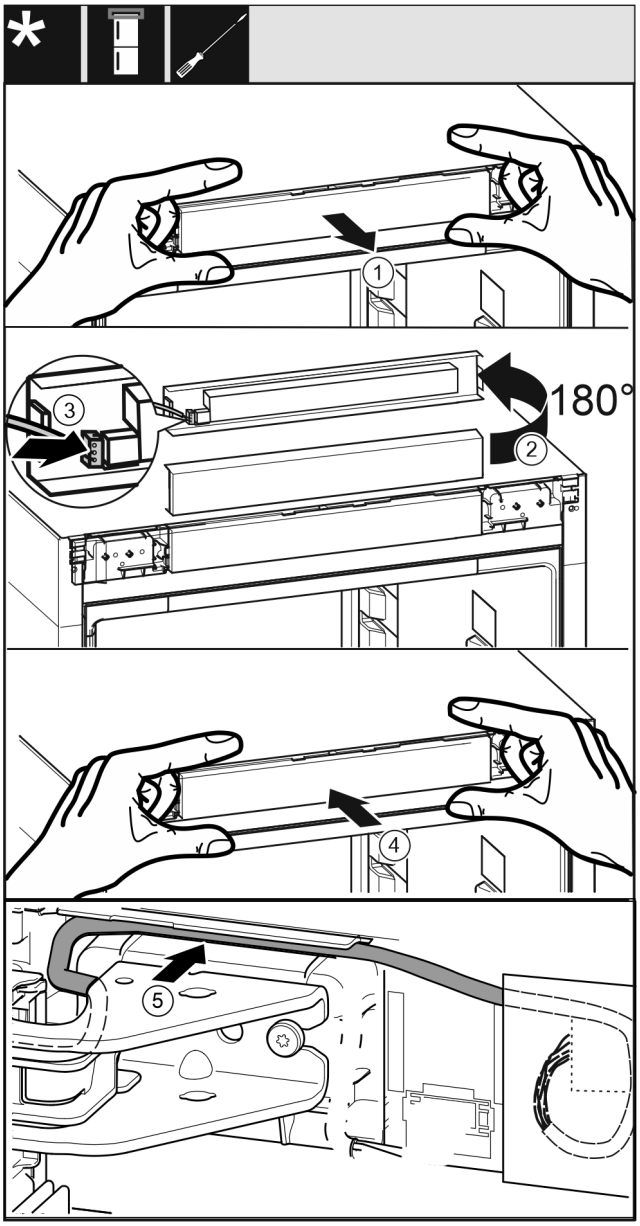

Fig. 40
- ▶ Izņemiet uzmanīgi vadības aizsegu *Fig. 40 (1)*.
- ▶ Pagrieziet vadības aizsegu *Fig. 40 (2)* par 180° uz augšu.
- ▶ Nofiksējiet spraudni *Fig. 40 (3)* pie vadības pārsega.
- ▶ Nofiksējiet atkārtoti vadības aizsegu *Fig. 40 (4)* pie ierīces.
- ▶ Ievietojiet uzmanīgi kabeli *Fig. 40 (5)* vadotnē virs augšējā gultņa balsta.